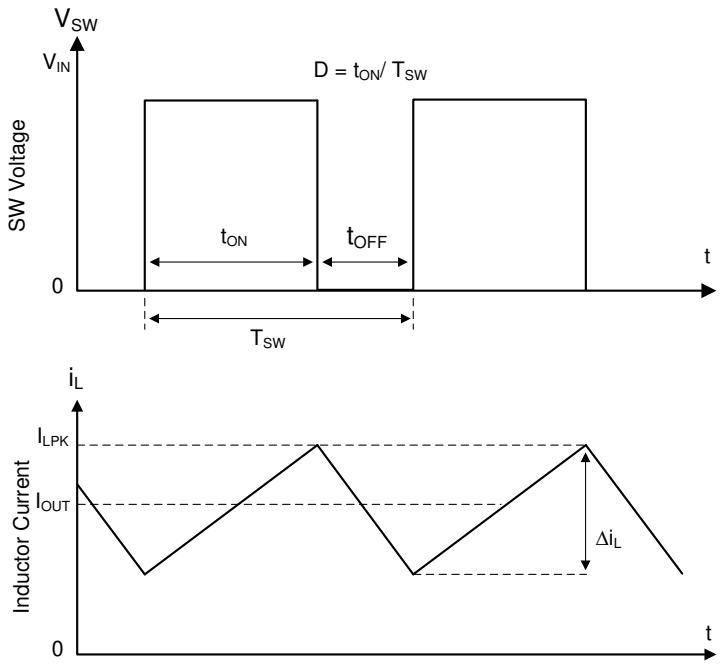

Figure 8-1. SW Node and Inductor Current Waveforms in Continuous Conduction Mode (CCM)
The following operating description of the LMR50410 refers to *Section 8.2* and to the waveforms in Figure 8-1. The LMR50410 is a step-down synchronous buck converter with integrated high-side (HS) and low-side (LS) switches (synchronous rectifier). The LMR50410 supplies a regulated output voltage by turning on the high-side and low-side NMOS switches with controlled duty cycle. During high-side switch ON time, the SW pin voltage swings up to approximately V_{IN}, and the inductor current, i_L, increases with linear slope ($V_{IN} – V_{OUT}$) / L. When the high-side switch is turned off by the control logic, the low-side switch is turned on after an anti-shoot-through dead time. Inductor current discharges through the low-side switch with a slope of $–V_{OUT}$ / L. The control parameter of a buck converter is defined as Duty Cycle D = t_{ON} / T_{SW}, where t_{ON} is the high-side switch ON time and T_{SW} is the switching period. The converter control loop maintains a constant output voltage by adjusting the duty cycle D. In an ideal buck converter, where losses are ignored, D is proportional to the output voltage and inversely proportional to the input voltage: D = V_{OUT} / V_{IN}.